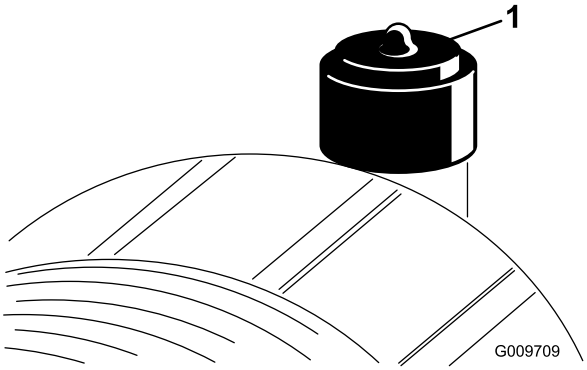

Figur 47
Utför service på luftrenarfiltret bara när serviceindikatorn anger att det krävs (Figur 47). Om du byter luftfiltret tidigare ökar det risken för att smuts kommer in i motorn när filtret tas bort.
2. Nollställ indikatorn (Figur 47) om den är röd.